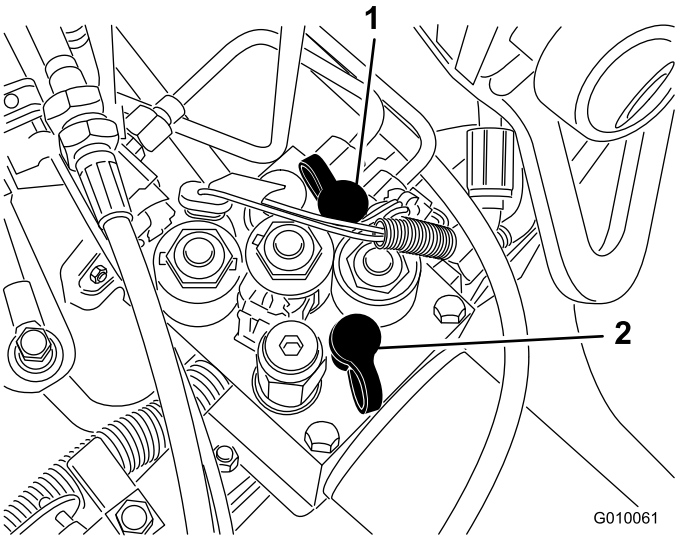

Figur 61
- Kontrollport G 2 (Figur 61) används till felsökning av drivladdningskretsen.
- Kontrollport G 1 (Figur 61) används till felsökning av lyftkretstrycket.